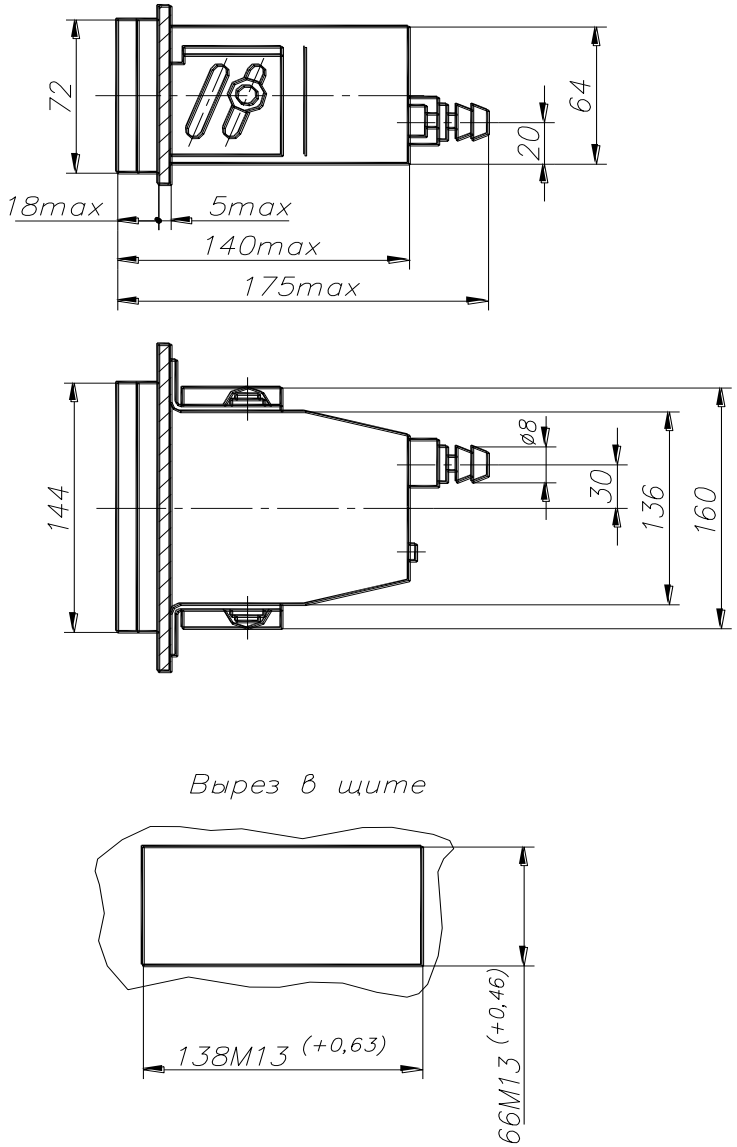

Рисунок 5.1 - Габаритные и присоединительные размеры прибора
5.1 Габаритные и присоединительные размеры прибора приведены на рис. 5.1